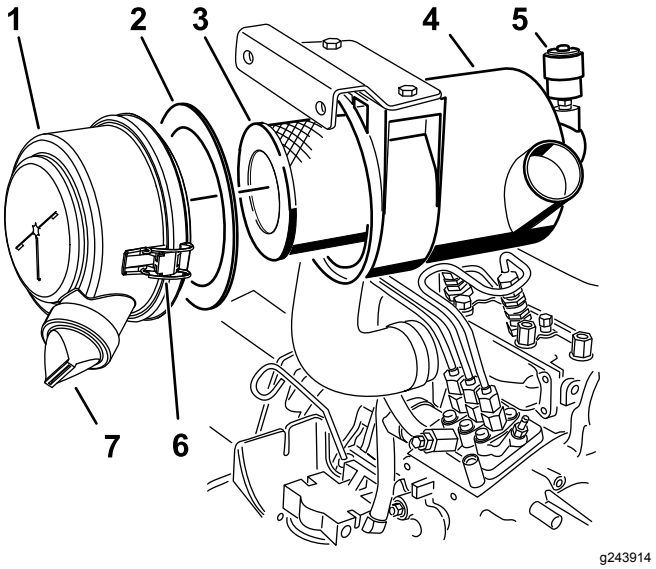

Figur 31
3. Serva luftrenarfiltret (Figur 31).